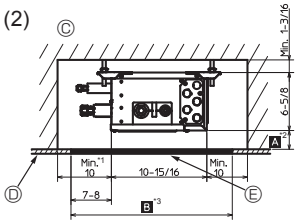
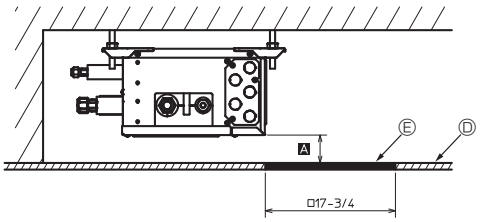

Fig. 4-7
Fig. 4-8
(2) Side View (Fig. 4-7, Fig. 4-8)
In the case of " □ 17-3/4 inch (450 mm)", prepare a maintenance hole at a PCB side (as it is shown in Fig. 4-8), and "Min. 11-13/16 inch (300 mm)" is needed as distance A.